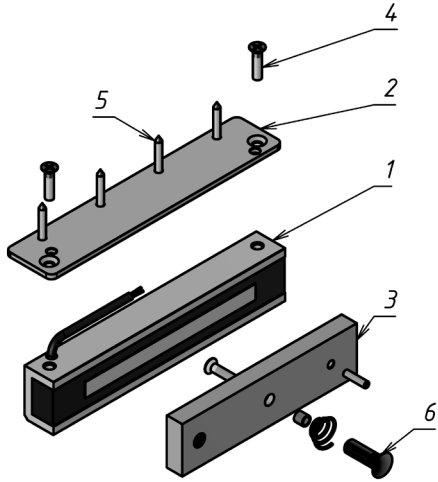

Рисунок 1 – Комплект поставки замка
3.1 В комплект поставки замка (рисунок 1) входят:
- корпус (1)-1 шт.
- пластина (2)-1 шт.
- якорь (3)-1 шт.
- винт М6х25 (4)-2 шт.
- саморез 4,8х30 потай. (5)-4 шт.
- комплект крепления якоря (6):